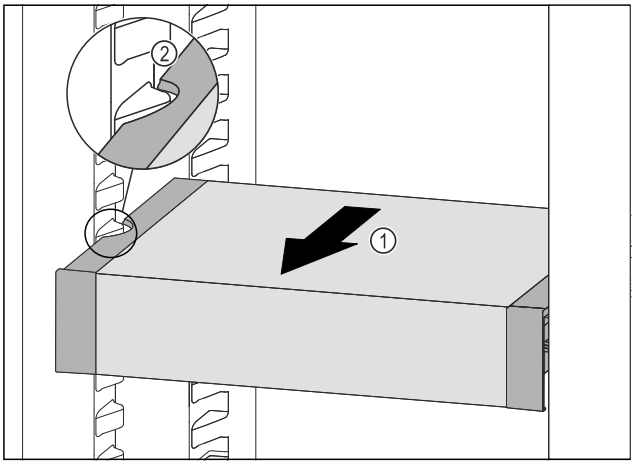

Fig. 182
▶ Pull VarioSafe forwards *Fig. 182 (1)* until the recesses in the side of the VarioSafe are at the level of the support rib in the fridge section. *Fig. 182 (2)*